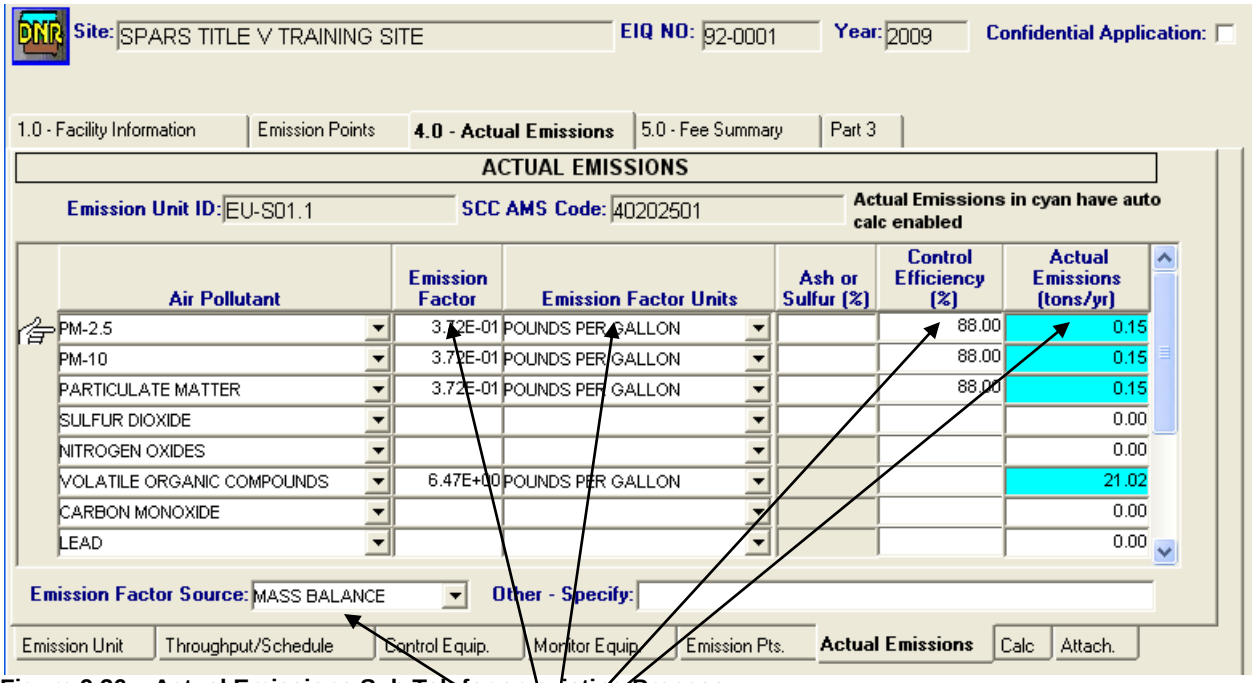

Figure 9.36 – Actual Emissions Sub Tab for an existing Process
6. Click the **Actual Emissions** sub tab. You will notice that for each process copied from the previous inventory, the **Actual Emissions** sub tab is populated with emission factors, emission factor units, control efficiency, etc. You will also notice that emissions will be filled in for pollutants for which the SPARS auto-calculation was used in the previous inventory. See Figure 9.36.